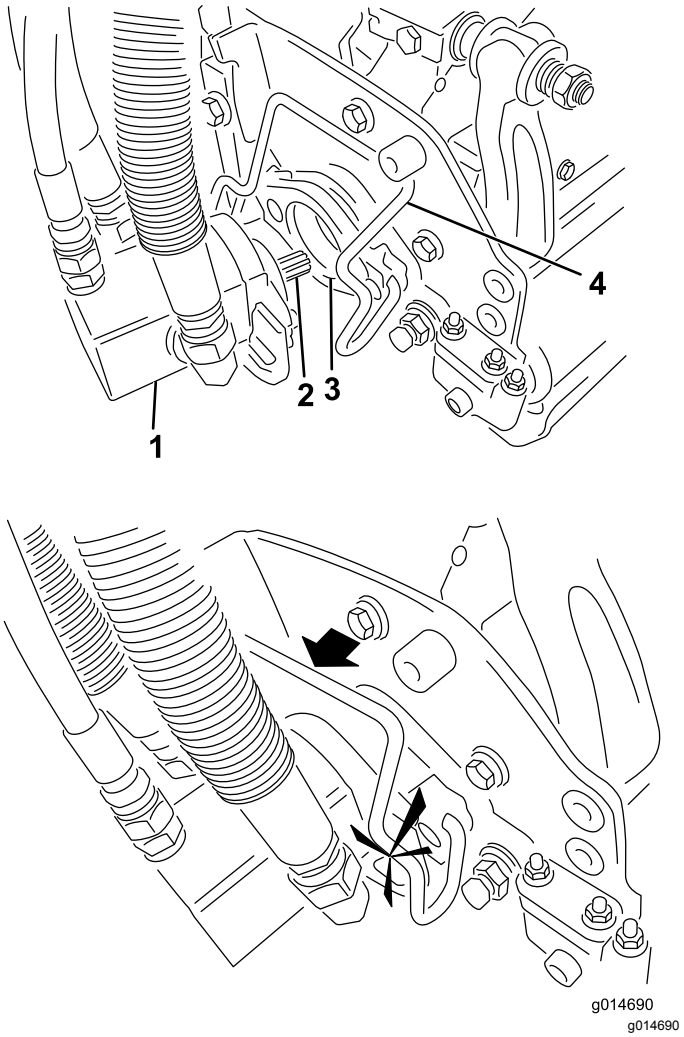

Figur 47
5. Stryk på rent fett på klippenhetsmotorns räfflade axel (Figur 47).
6. För in motorn på vänster sida av klippenheten (sett från förarsätet) och dra motorfäststaget på klippenheten mot motorn tills du hör ett klickljud från båda sidorna av motorn (Figur 47).